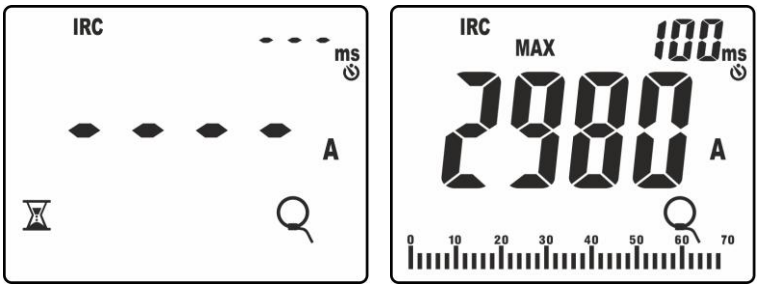

Fig. 43: Reconhecimento do evento corrente de pico
8. Premir o botão **GO/HOLD** para ativar a função. O instrumento coloca-se à espera do reconhecimento do evento (valor medido superior ao patamar fixo do impulso igual a **1%FS pinça: ex 30A para FS = 3000A**) mostrando o símbolo "" no display (ver Fig. 43 – parte esquerda)
9. Ao reconhecimento do evento **a medição termina automaticamente** e o instrumento apresenta no display principal o valor **Max RMS** calculado no tempo de avaliação de **100ms** (por defeito) assinalado no display secundário (ver Fig. 43 – parte direita)